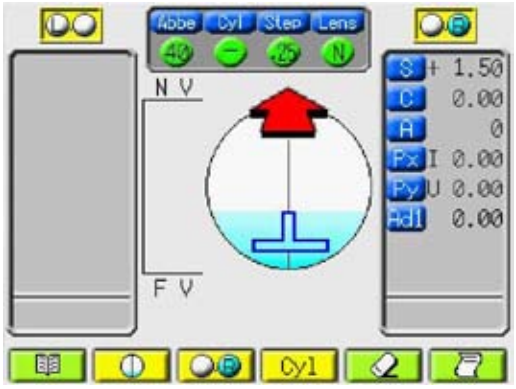

Figure OP-9 Progressive Lens Detected on Screen
3. Find the progressive section of the lens. Slowly move the lens right and left on the Lens Stand. When you find the progressive section, the Progressive Screen displays a red arrow icon and an irregular blue cross icon. Refer to Figure OP-9.